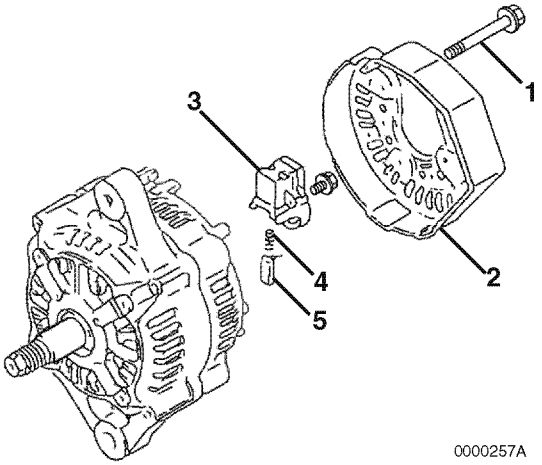

Figure 12-6
2. Remove the three bolts **(Figure 12-6, (1))** retaining the rear cover **(Figure 12-6, (2))** to the rear frame assembly.
3. Remove the brush holder **(Figure 12-6, (3))**. Remove the brush springs **(Figure 12-6, (4))** and brushes **(Figure 12-6, (5))**.